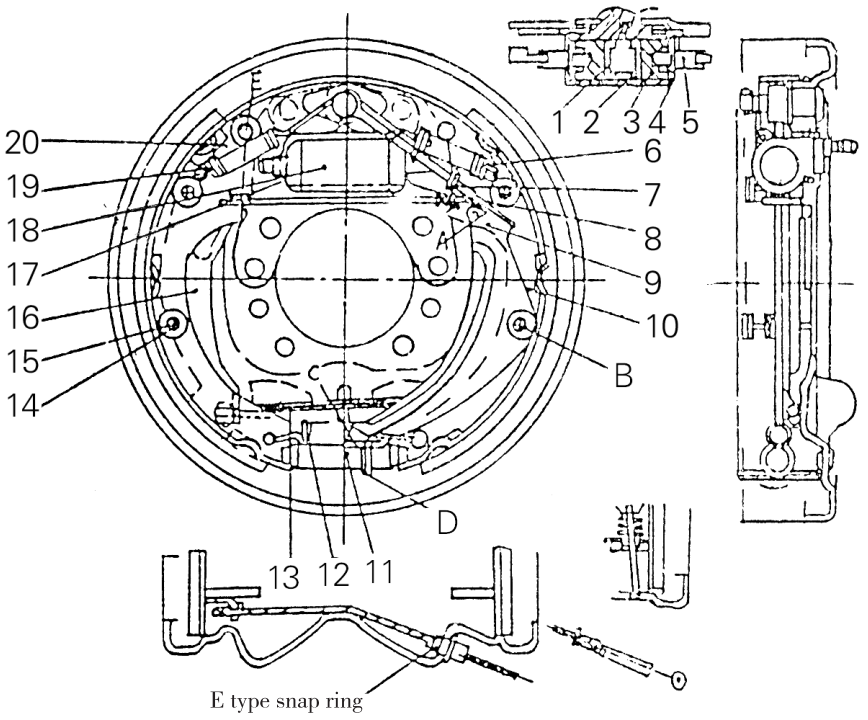

Fig.8-2 Wheel brake for 2 and 2.5 ton trucks
The wheel brake is the internal expansion hydraulic type consisting of brake shoes, springs, operating cylinder and adjuster and backing plates. Two wheel brakes are provided o each end of the front axle. The brake shoe, one end of it being connected to the anchor pin and the other to the adjuster, is stressed on the backing plate by the spring and spring pull rod. The primary shoe is provided with the parking pull rod while the secondary shoe with the adjusting lever of the clearance self-adjuster. See Fig.8-2 and 8-3.
As the secondary shoe leaves the anchor pin, the section (A) of the adjusting lever (Refer to Fig.8-2) is relatively pulled. Therefore, the adjusting lever turns around the section (B) so that the section (C) of the adjuster lever lowers, causing the section (D) of the adjuster to turn left and the adjusting achieved. As the brake pedal is further